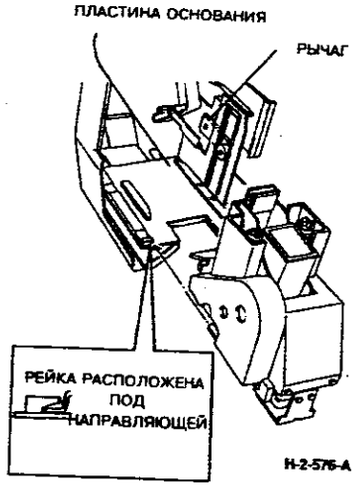

**Рисунок 4. Установка узла степлера**
2. (Рисунок 4) При установке удерживайте рычаг кривошипа параллельно основанию степлера.
3. (Рисунок 4) Проверьте правильность установки степлера на монтажной пластине.